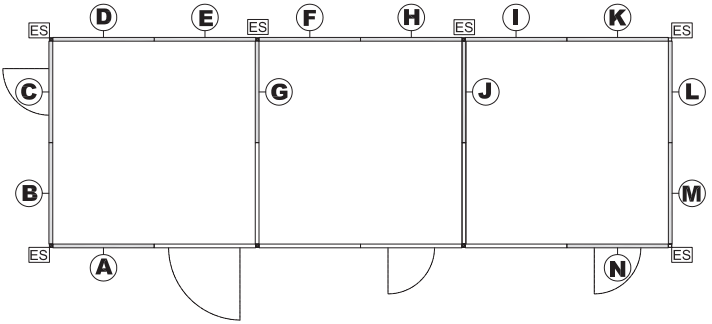

Fig. 35 Secuencia de instalación
* Forme la siguiente esquina con un panel paso (N) fijando el elemento esquinero entre los dos paneles paso (M) y paso (N) fig. 35 detalles en la página 25.